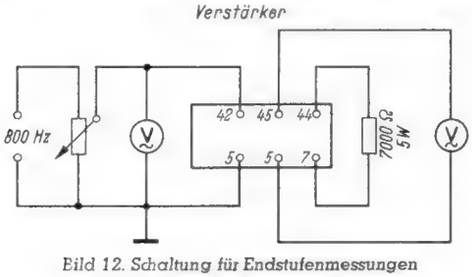
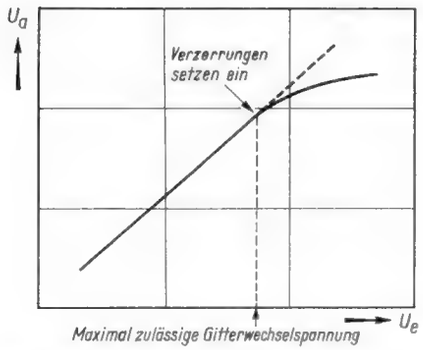

Bild 12. Schaltung für Endstufenmessungen
Bild 13. Ausgangsspannung in Abhängigkeit von der Gitterwechselspannung
1. Regelbare Meßspannung nach Bild 12 an Buchsen 42...5 anschließen, Belastungswiderstand von 7000 Ω an 44...7 und hochohmiges Wechselspannungsvoltmeter an 45...5 anschalten. Solange Ein- und Ausgangsspannung linear verlaufen, ist die Ausgangsspannung unverzerrt. — Nach Bild 13 ist die Anodenwechselspannung in Abhängigkeit von der Gitterwechselspannung aufzunehmen und die größte unverzerrte Leistung auszurechnen. Der listenmäßige Wert für die EL 11 beträgt 4,5 Watt und die hierzu notwendige Gitterwechselspannung 4,2 Volt. Bei starker Abweichung der Meßwerte liegen Fehler in der Schaltung vor oder die Röhre ist verbraucht.